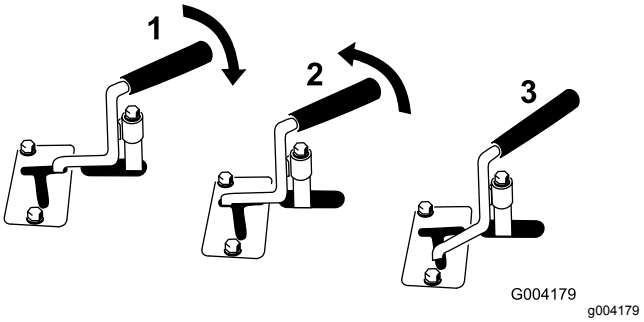

**Figur 12**
- För att köra ett hydraulredskap i framåtriktning ska du rotera reglaget för extra hydraulutrustning bakåt och dra det nedåt till referensstaven (Figur 12, nummer 1).
- För att köra ett hydraulredskap i backriktningen vrider du reglaget för det extra hydrauliksystemet bakåt, och skjuter det sedan åt vänster till det övre spåret (Figur 12, nummer 2).
**Obs:** Om du släpper reglaget när det är i FRAMÅTLÄGET kommer reglaget automatiskt att återgå till NEUTRALLÄGET(Figur 12, nummer 3). Om det är i BACKNINGSLÄGET kommer det att stanna där tills du drar ut det ur spåret.